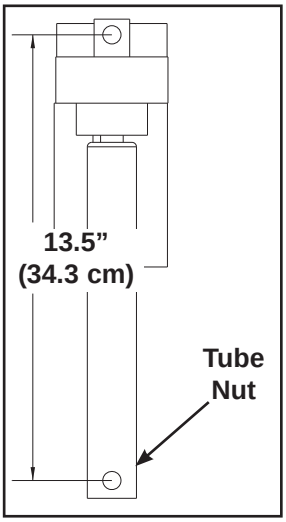

Figure 9
D. Turn the tube nut with your fingers until it measures 13.5” (34.3 cm) from the center of the top hole to the center of the bottom hole. See Figure 9.